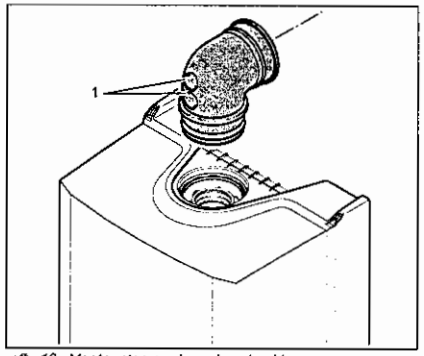

afb. 13 Meetpunten op de rookgasbocht
- Monteer de rookgasbocht op de rookgasadapter (afb. 13).